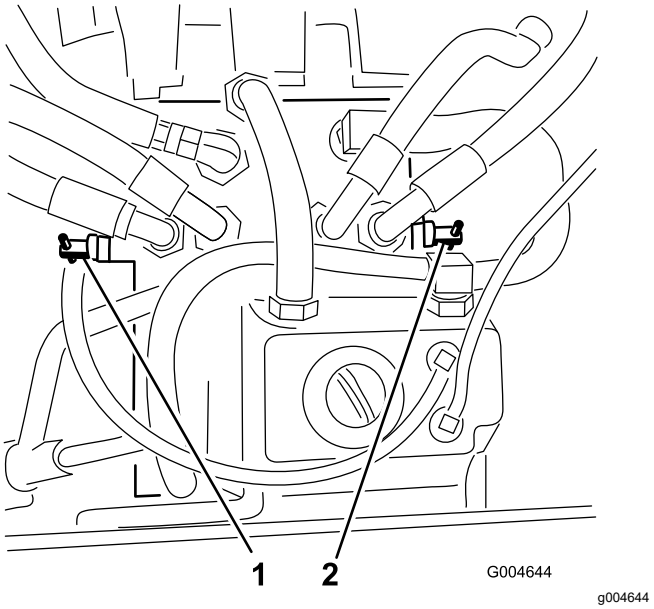

**Figuur 65**
2. Zoek de omloopkleppen (Figuur 65) en draai de omloopkleppen 1 slag naar links.
4. Sluit de kleppen door elke klep 1 slag rechtsom te draaien (Figuur 65).